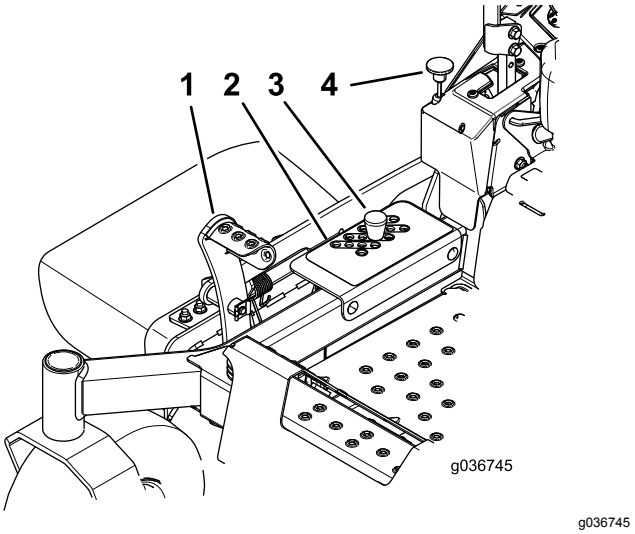

Figure 30
2. Appuyez sur la pédale de levage du tablier avec le pied et élevez le tablier à la position de TRANSPORT (qui est aussi la position de hauteur de coupe de 127 mm [5 po]), comme montré à la Figure 30.
3. Retirez l'axe du support de hauteur de coupe (Figure 30).
4. Placez la goupille dans le trou du support correspondant à la hauteur de coupe voulue (Figure 30).